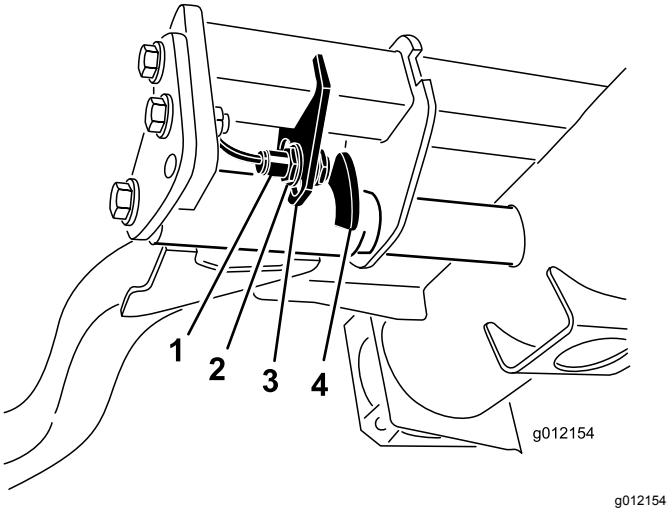

**Figur 38**
2. Løftearmsbryteren finnes under den hydrauliske tanken bak den fremre, høyre løftearmen (Figur 38).
3. Løsne bryterens festeskruer og flytt bryteren ned for å heve løftearmens vendehøyde, eller flytt bryteren opp for å senke løftearmens vendehøyde (Figur 38).